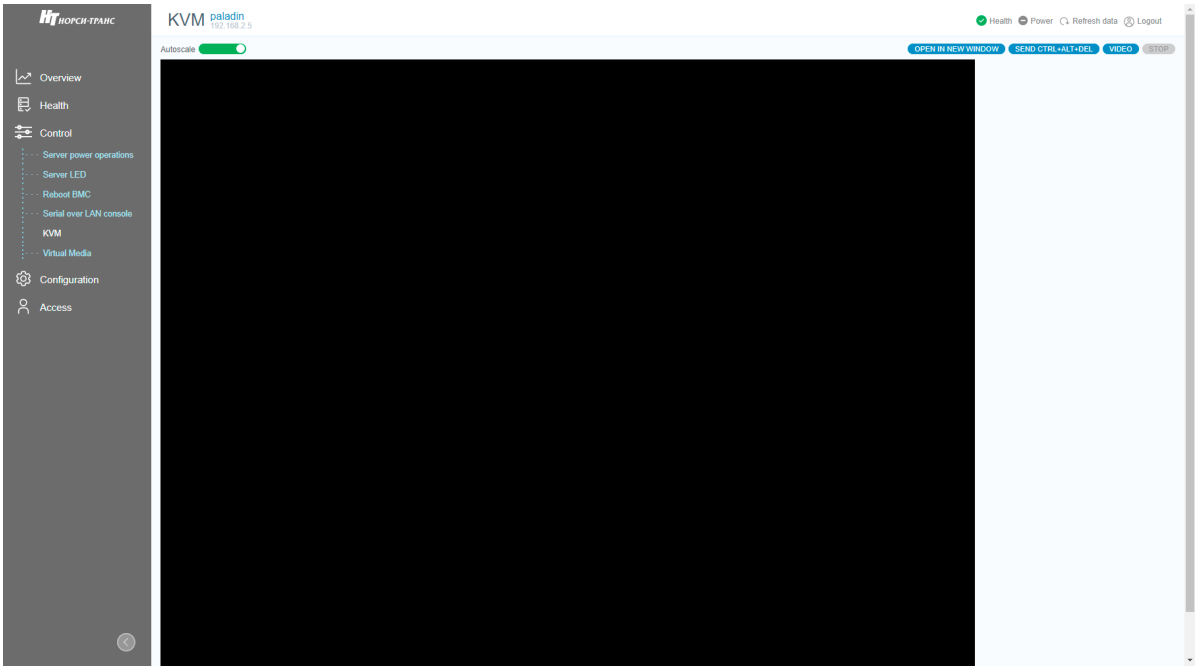

Рис. 81. Окно «KVM»
6) Пройдите во вкладку «Control» → «KVM» в данной вкладке осуществляется удаленное управление BIOS. Окно показано на рис. 81 Окно «KVM».